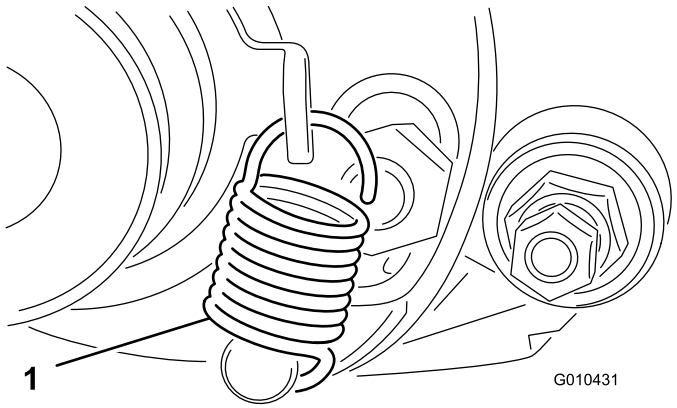

Bild 17
1. Drehen Sie die Spannscheibe, bis Sie die Verlängerungsfeder in das Loch in der Riemenscheibenhalterung und über den Bolzen einhaken können, wie in Bild 17 abgebildet.